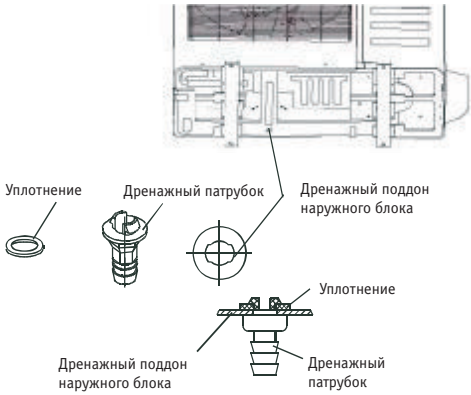

Рис. 30
- Установите уплотнитель в дренажный патрубок, затем вставьте патрубок в отверстие в дренажном поддоне наружного блока и поверните на 90° для надежного закрепления. Подсоедините к дренажному патрубку сливной шланг (приобретается дополнительно) для отвода конденсата, образующегося в наружном блоке в режиме обогрева (см. рис. 30).